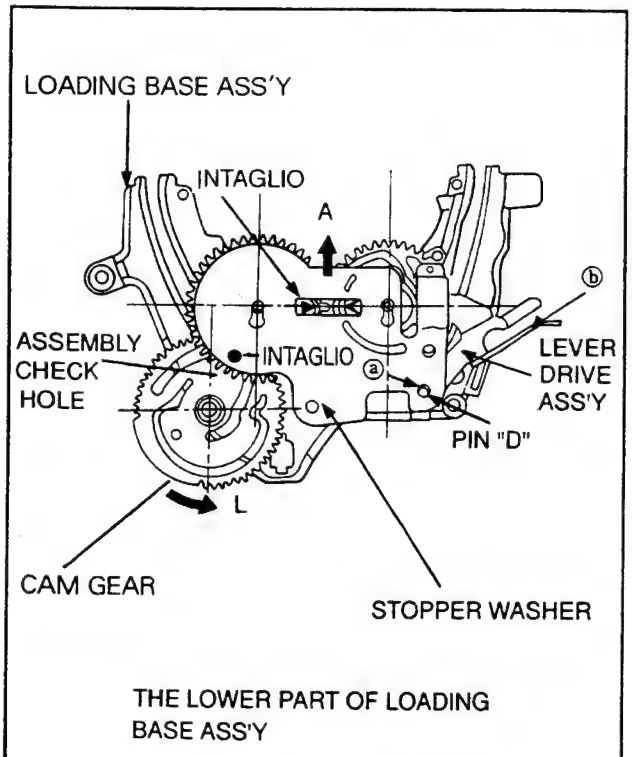

Fig. 4-2-11-1
11-2. Reassembly (Fig. 4-2-11-1, 4-2-11-2)
(1) Apply the Oil 1/2 drop on the pin "A" of Loading Base Sub Ass'y. (Fig. 4-2-11-2)
(2) Apply the Grease on the deviant lines of Cam Gear. (Fig. A)
(3) Stick the Cam Gear in the pin "A" of Loading Base Sub Ass'y adn then set the Stopper Washer.
(4) Stick the Slant Base Ass'y(T) and the set theStopper Washer.
(5) Assemble the Cam Gear and Loadilng Gear Ass'y by going in gear together.